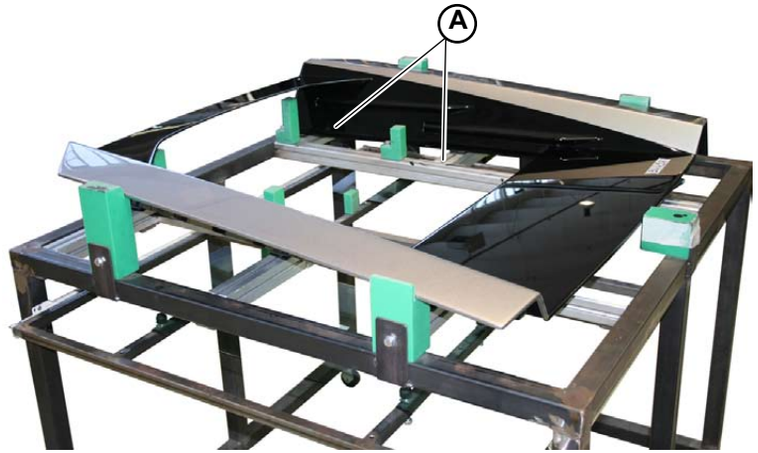

Fig.4
2. Using suction cups, remove the engine hood window (**Fig.4**).